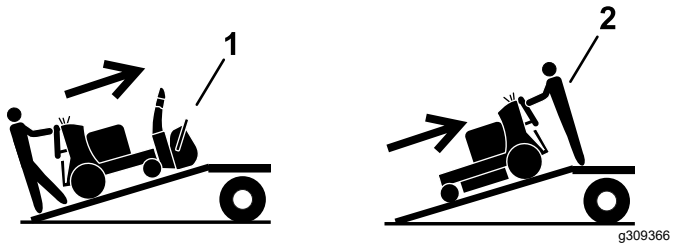

Figure 31
- Si l'accessoire n'est pas installé, chargez la machine en plaçant l'arrière en haut de la rampe (Figure 31).